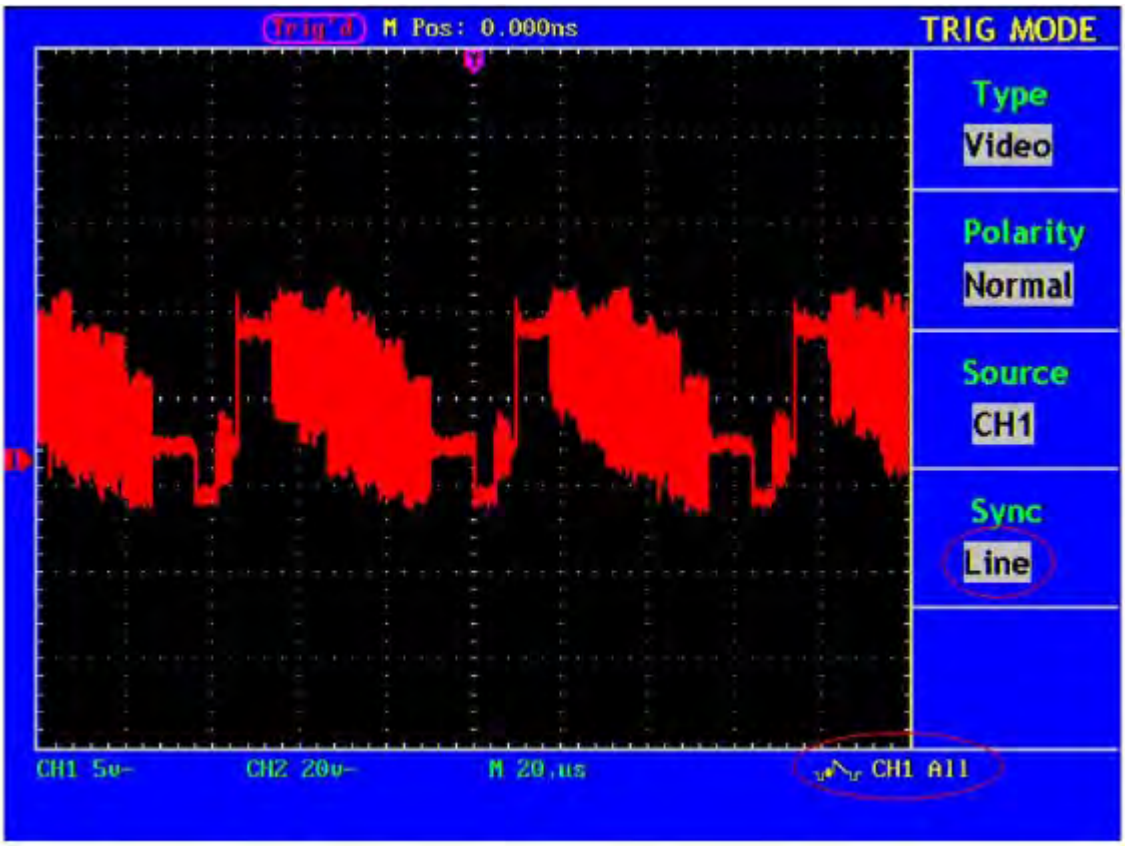

Fig. 31 Wave Form Triggered in the Video Line
6. Press the **F4** menu selection button again and choose **Line** for Slope. The screen display is shown as Fig. 31.